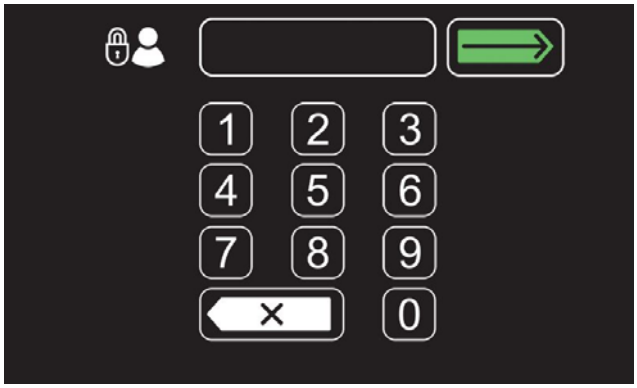

図 167
8. 始動時のログイン画面の有効化（図167）については、「ログインの有効化」を参照してください。